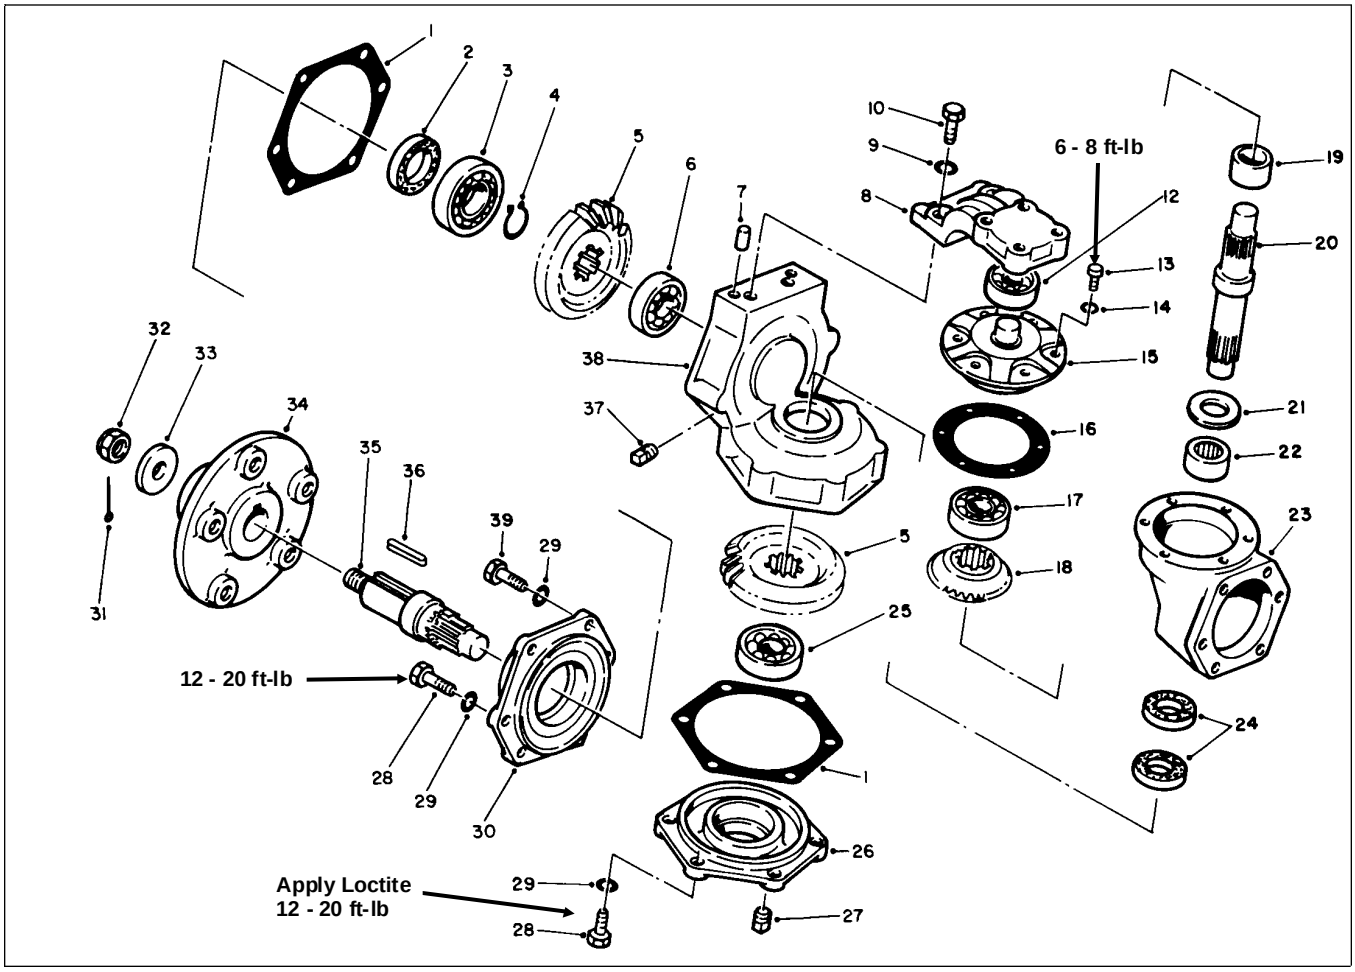

Figure 13
4. Disassemble knuckle assembly (Fig .13):
C. Adjust tooth contact of bevel gear (Item 6) to pinion (Item 30). Use shims (Item 29) to make good contact with light load between bevel gear and pinion (Fig. 13).
3. Assemble knuckle assembly (Fig. 13):